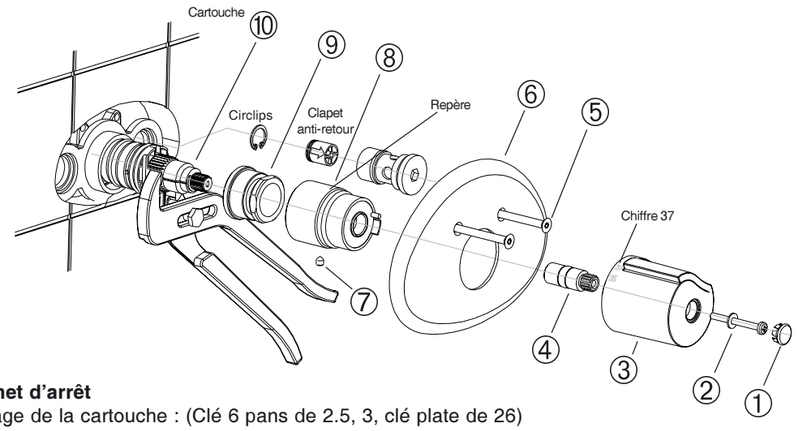

fig. 4
- démonter la cartouche en procédant de 1 à 10 suivant la fig.4.
Clapets anti-retour : un corps étranger peut empêcher la fermeture d'un des clapets anti-retour (voir fig.4) provoquant une intercommunication d'eau chaude ou d'eau froide au niveau de l'installation. Dans ce cas, démonter l'anti-retour suivant la fig.4 et le nettoyer.